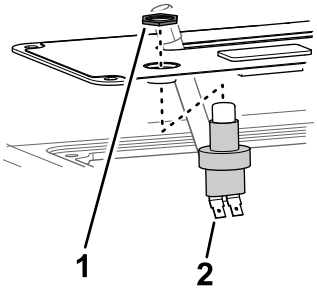

Figura 5
3. Montare l'interruttore sul coperchio del pannello di controllo con il controdado e stringere manualmente il controdado (Figura 5).